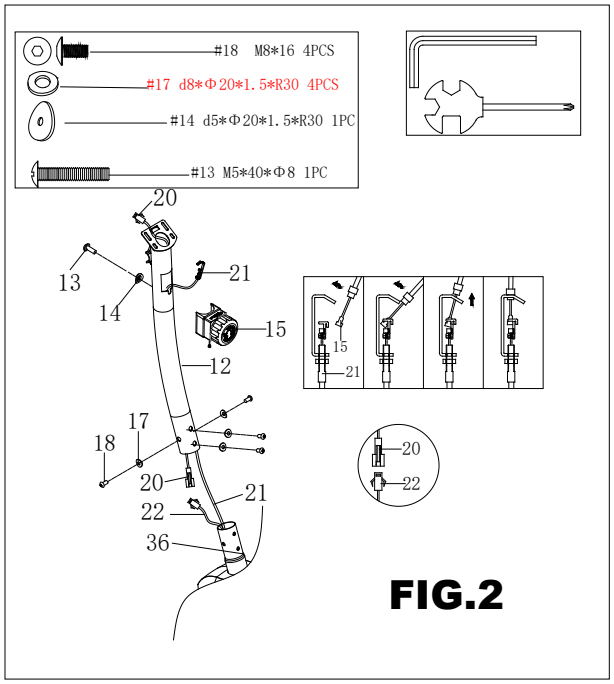

FIG.2:
Innanzitutto collegare il cavo sensore （20） e （22） e il cavo di controllo della tensione (21 e 15) con il bullone (13) e la rondella ad arco (14), come mostrato nella FIG.2. Installare il tubo di supporto (12) sul telaio principale (36) con bullone (18) e la rondella ad arco (17).